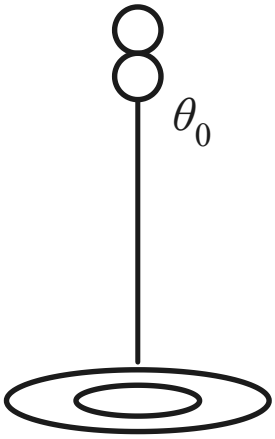

图 3 扭摆
2、扭摆。如图 3 所示，将一金属丝上端固定在一个夹具上，下端悬挂一带夹具的刚性金属圆盘，构成扭摆。轻轻转动金属丝上端的夹具，使金属丝在外力矩作用下带动刚性金属圆盘扭转一角度 θ_0。撤去外力矩后，金属丝将在弹性恢复力矩的作用下带动刚性金属圆盘做周期性摆动，摆动周期为 $T_0=2\pi\sqrt{I_0/D}$。式中，I_0 为整个刚性金属圆盘对中心轴线的转动惯量，D 为金属丝的扭转系数，它与悬线长度 L、悬线的半径 R 及悬线